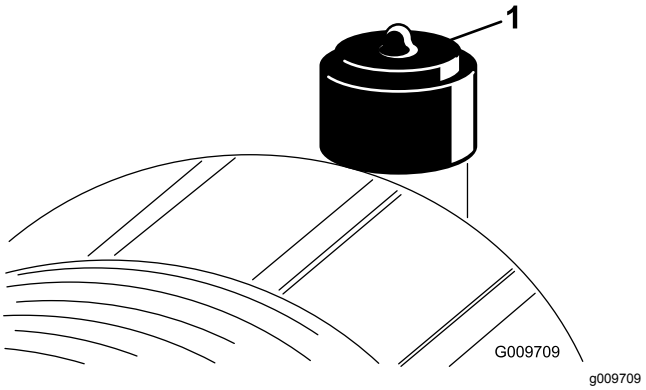

**Figuur 49**
Geef het luchtfilter uitsluitend een onderhoudsbeurt als de onderhoudsindicator (Figuur 49) dit aangeeft. Als u het luchtfilter vervangt voordat dit nodig is, wordt alleen maar de kans vergroot dat er vuil in de motor komt als u het filter verwijdert.
10. Stel de indicator (Figuur 49) opnieuw in als deze rood is.